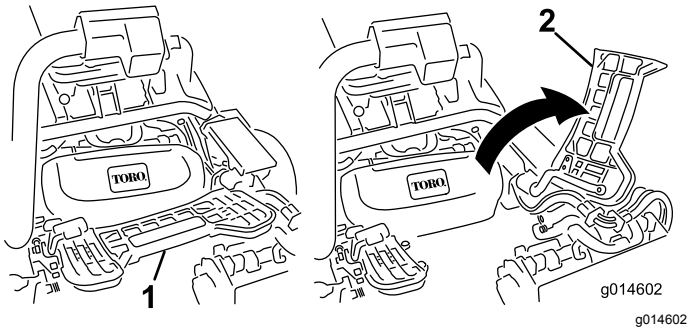

Figur 28
1. Lyft upp fotstödet och fäll upp det så att du kommer åt mittklippenheten (Figur 28).